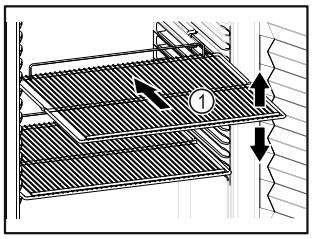

Fig. 57
- ❑ Si los estantes de rejilla *Fig. 57 (1)* se pueden colocar en distintas posiciones, ajustarlos en altura.